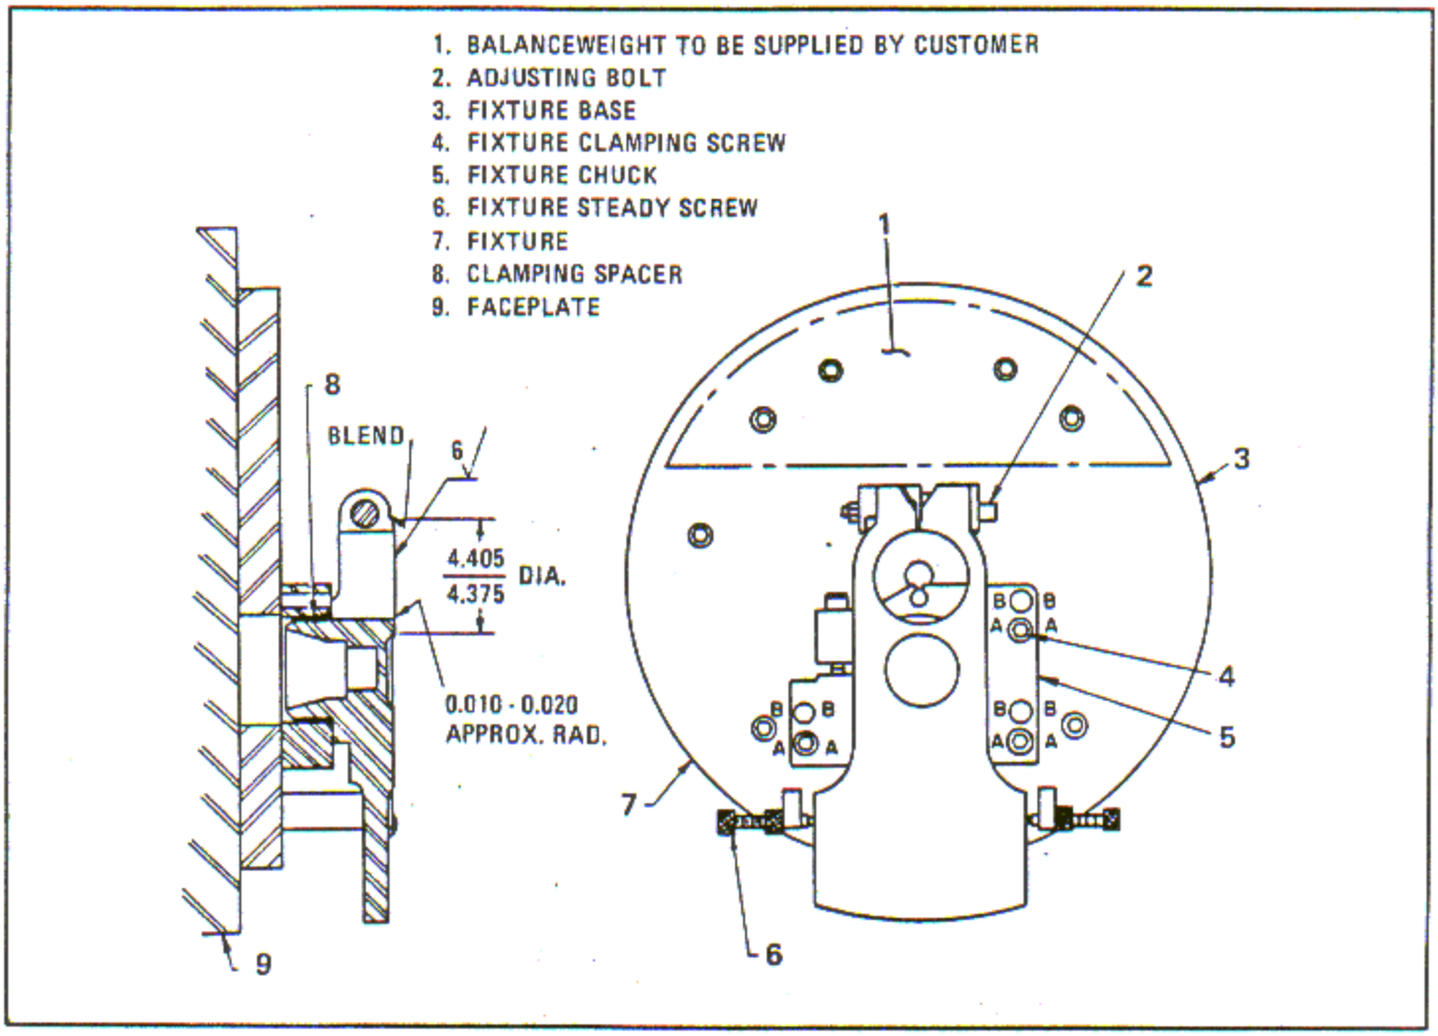

Figure 6-105. Rear Crankshaft Crankpin Bore Front Thrust Face Grinding
a. Install crankcheek adjusting bolt (2, figure 6-105) into a thoroughly clean crankcheek.
b. Measure the crankcheek bore on several diameters with an inside micrometer. Turn the adjusting bolt (2) until the maximum circularity of the bore is obtained. Finger tighten the bolt jam nut.
c. Indicate the faceplate (9) of a suitable ID grinder and machine, if necessary, to run true within 0.0005 inch full indicator reading.
d. Clamp fixture (7) to the grinder faceplate (9). Indicate the fixture OD to run true within 0.001 inch full indicator reading. Clamp fixture tightly in position.
e. Clamp fixture chuck (5) to fixture base (3) and position clamping screws (4) in holes marked A.
f. Place clamping spacer (8) in fixture chuck (5). Load the rear crankcheek and assembled adjusting bolt (2) into the chuck, locating on the rear main bearing journal OD and against the face as shown. Clamp lightly in position.
true up the bore. Clamp tightly in position using the fixture steady screws (6, figure 6-105) and clamping screws (4). Reindicate to ensure trueness of positioning after final clamping.